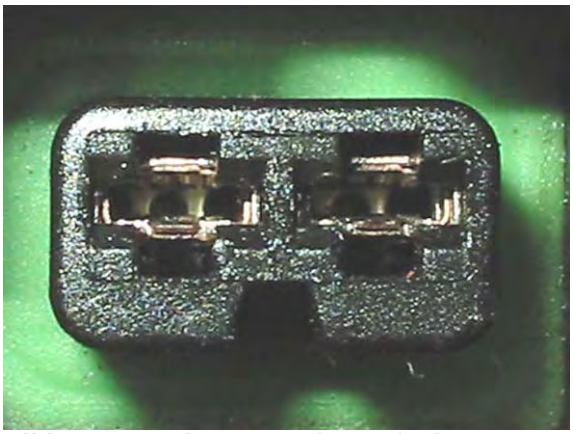
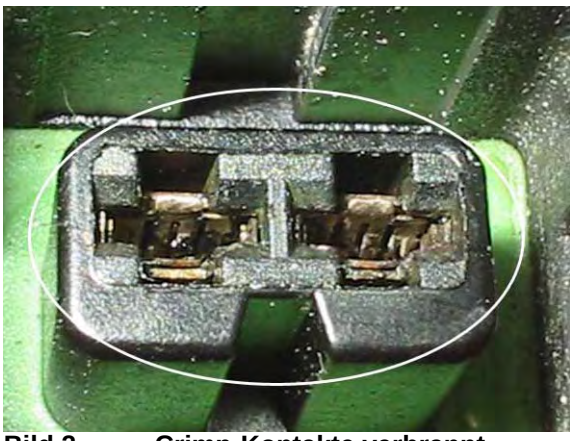
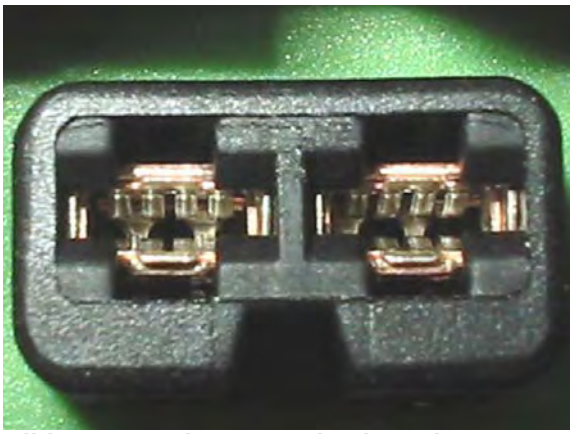

Bild 1 **Crimp-Kontakte aufgebogen**
Bild 2 **Crimp-Kontakte verbrannt**
Bild 3 Crimp-Kontakte in Ordnung
2. **Die Kabelbaumsteckverbindung am Stecker des Proportionaldruckreduzierventils lösen. Die Steckerkontakte kontrollieren. Siehe Bild 1, Bild 2 und Bild 3.**